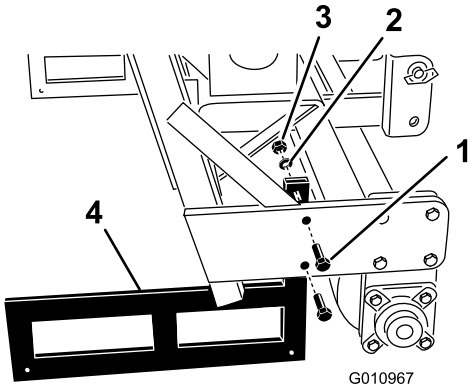

Figuur 26
2. Verwijder de bouten en moeren waarmee de opslagstandaarden aan beide uiteinden van de beluchter zijn bevestigd (Figuur 26).